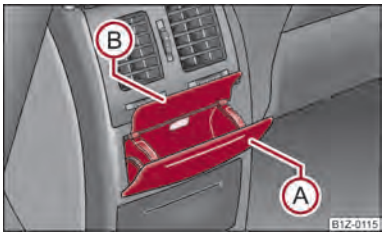

Fig. 72 High centre console: Rear ashtray
– Press on the top part of the cover of the ashtray in area Ⓐ ⇒ fig. 72.